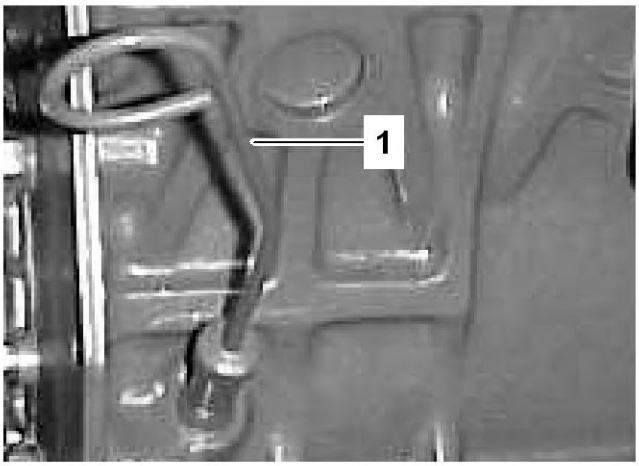

Figur 21
2. Fjern målepinden (Figur 21), tør den af, og sæt den tilbage igen. Fjern målepinden, og kontroller oliestanden. Oliestanden skal nå op til FULL-mærket på målepinden.